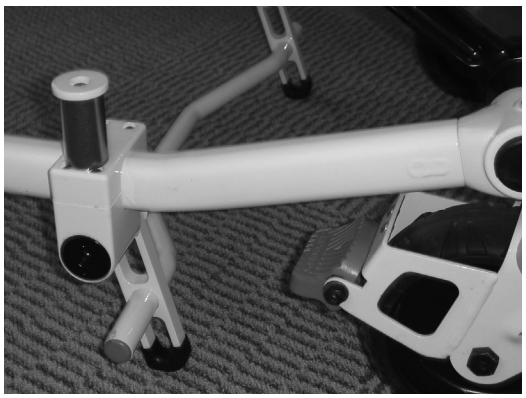

Figure 39
3. Both operators must make sure that the kickstand is in the forward locked position as shown in Figure 39.